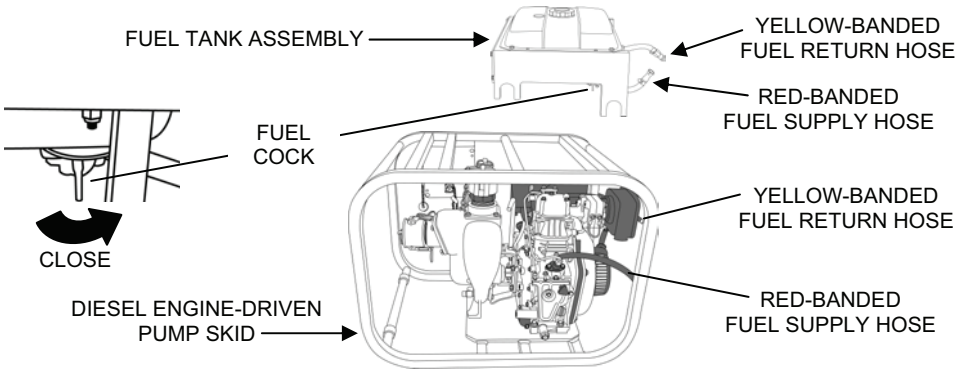

Figure 1. Diesel Engine Fuel Tank Assembly Removal.
a. On the fuel tank assembly, close the fuel cock and uncouple the fuel supply and return line quick disconnect couplings (see Figure 1).